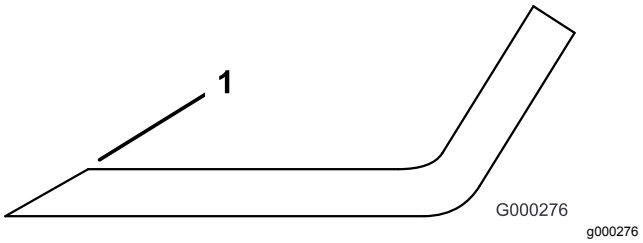

Figur 90
3. Kontrollera samtliga knivseggar och vässa dem om de är slöa eller har fått hack (Figur 90).
Obs: Slipa endast knivseggens översta del och behåll den ursprungliga skärvinkeln för bästa skärpa (Figur 90). Kniven förblir balanserad om lika mycket metall avlägsnas från båda eggarna.